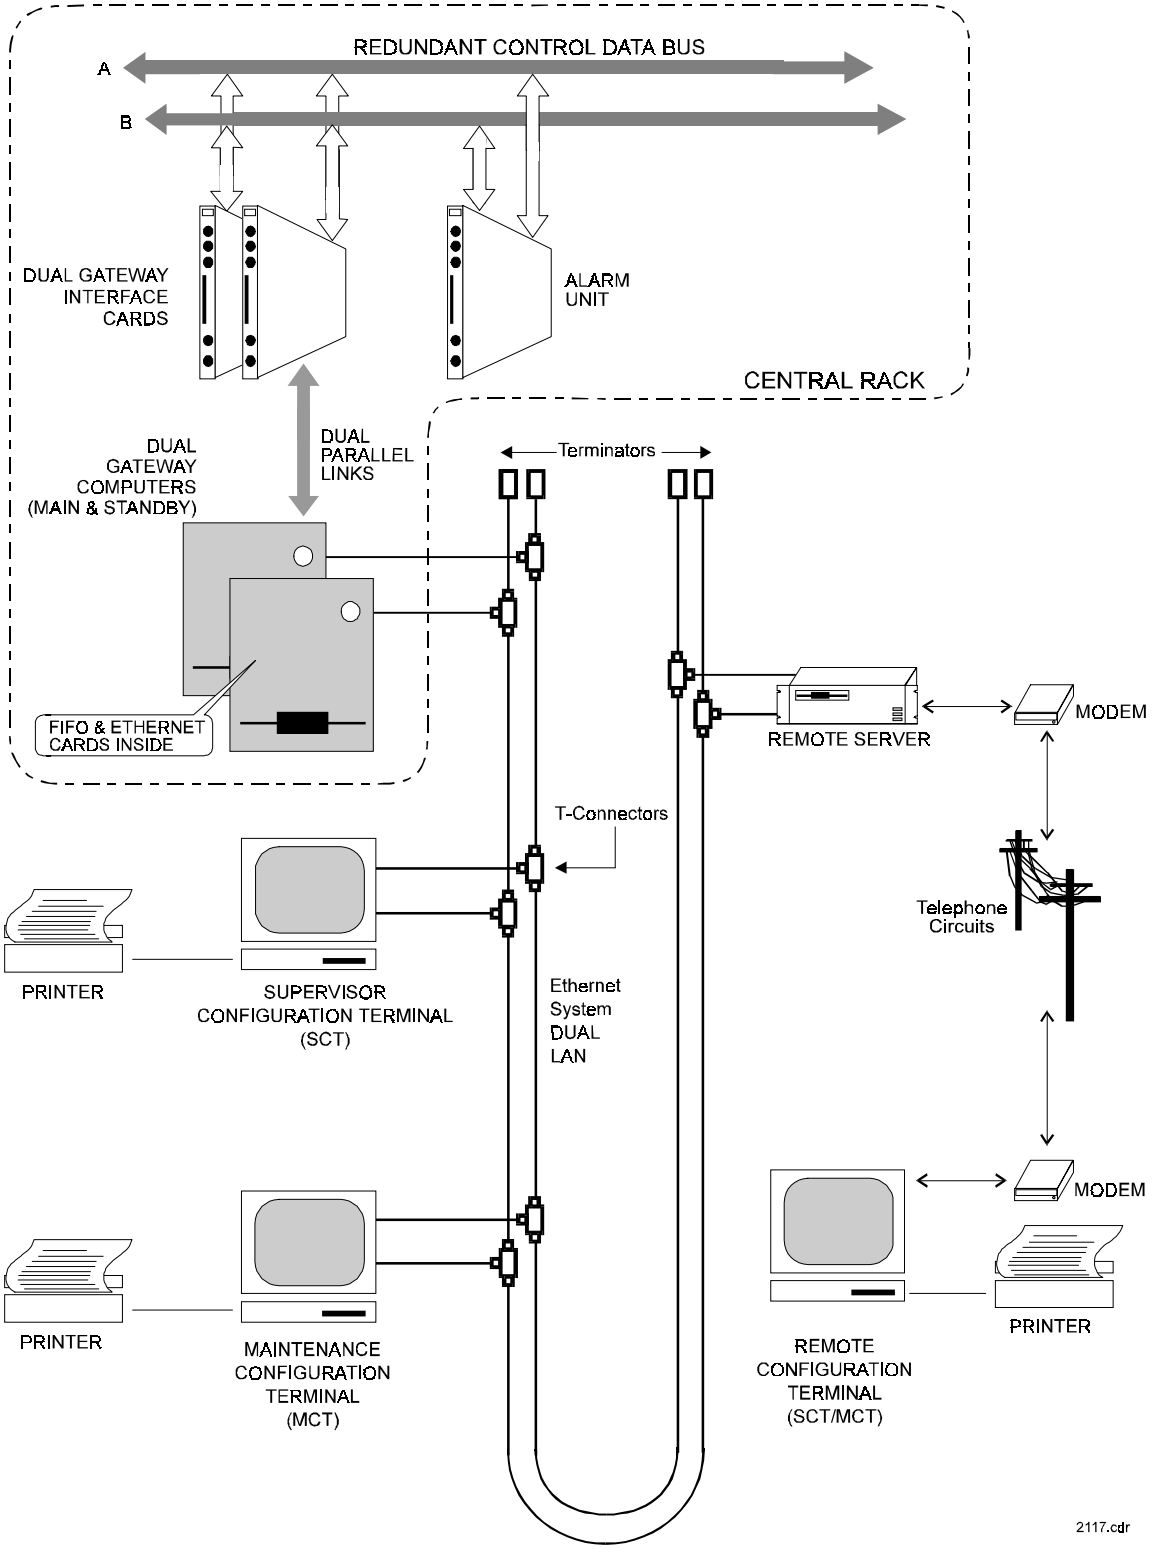

*Figure 4-4. Configuration and Control Equipment Group Block Diagram*
***Configuration and Control Group.*** See **Figure 4-4**. This functional group consists of the Alarm Unit, Gateway Interfaces, Gateway Computers, the dual LAN, Configuration Terminals, and Remote Servers.